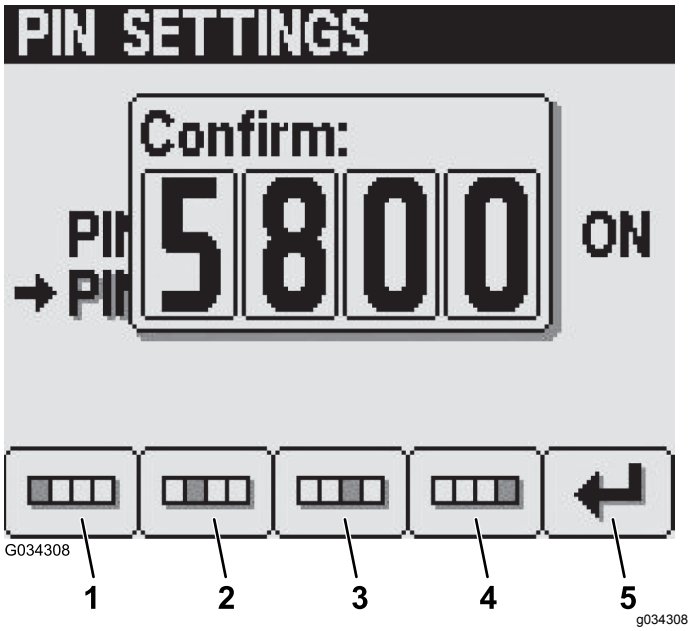

**Рисунок 37**
6. На экране Confirm (Подтвердить) введите свой новый ПИН-код из 4 цифр при помощи кнопок с 1 по 4 и затем нажмите кнопку 5, чтобы ввести ПИН-код в память инфо-центра (Рисунок 37).